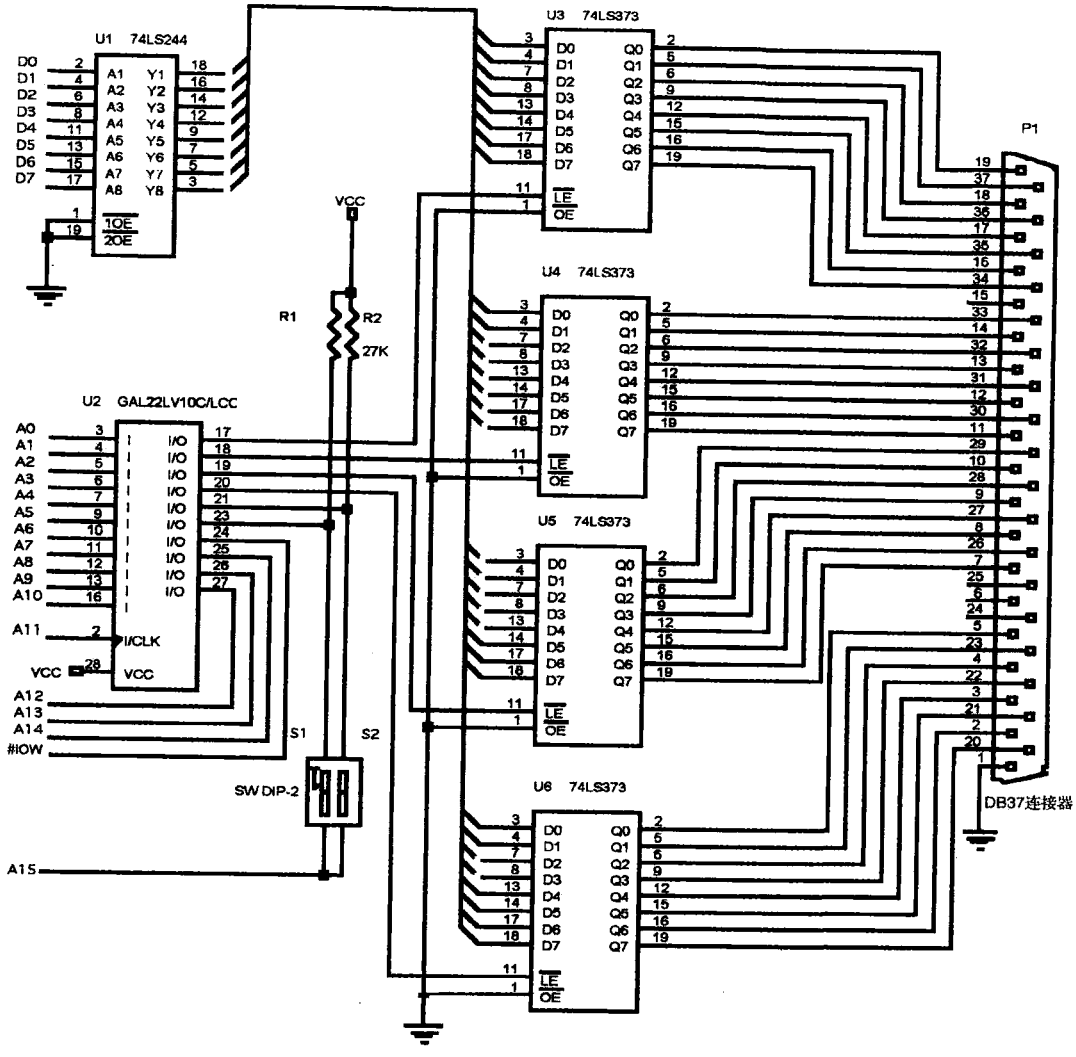

图 15-3 ISA 总线的 32 位并行端口
图15-3中的电路对图15-2进行了修改，使用PLD为系统译码地址。注意，地址位A_{15}～A_4由PLD译码，开关接到PLD的2个输入上。这一修改允许每个锁存器有4个不同的I/O端口地址，使得电路更加灵活。表15-2给出了由开关1-4和开关2-3所选择的端口号。例15-1对于PLD的编程实现了表15-2中的端口分配。
表15-2 图15-3中的端口分配
--图15-3译码器的VHDL代码
例 15-2 给出了两个 C++ 函数，它们将一个整型数传送给 32 位端口。这两个函数都发送数据给端口，第一个函数效率更高，但第二个函数也许可读性更强（例 15-2c 给出了例 15-2b 的反汇编形式）。有两个参数传递给函数：一个是要发送给端口的数据，另一个是端口基地址。基地址为 0300H、0304H、0308H 或 030CH，它们必须与图 15-3 的开关设置相匹配。